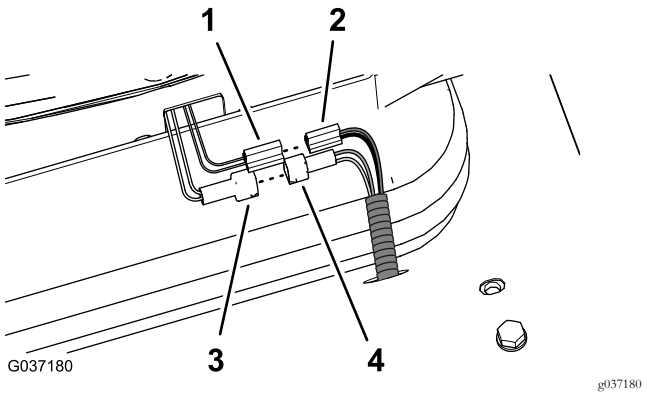

Figur 24
7. Find stikket med to ben til sædekontakten (gule og grå ledninger) bag på sædet, og tilslut det til stikket med to sokler fra relæets ledningsnet (hvide og sorte ledninger) som vist i Figur 24.
3. Tilslut stikket med to blade fra sædets luftaffjedring til stikket med to sokler (sorte og røde ledninger) til 350 cm-sættets ledningsnet. Se Figur 24 i Tilslutning af relæ og ledningsnet (model 02750) (side 9).